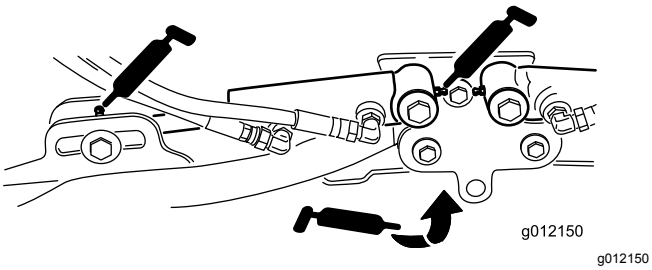

**Figur 77**
- Klippenheternas lyftarmscylindrar (2 var) (Figur 77)
- Lyftarmens svängtappar (1 var) (Figur 77)